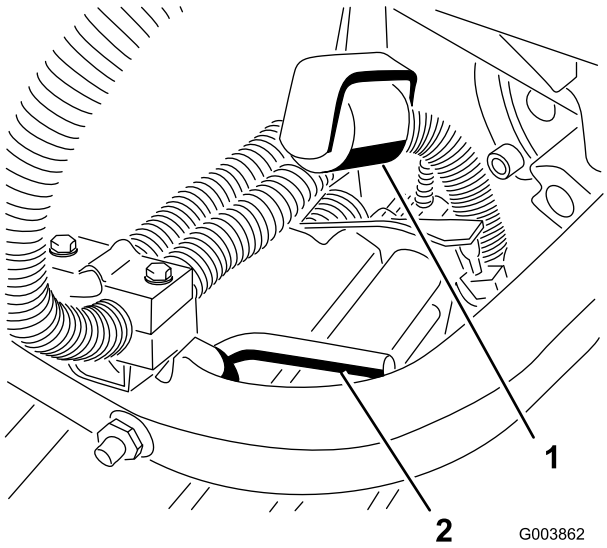

**Figuur 12**
10. Controleer de afstelling van de fixatierollen (Figuur 12). Wanneer zij juist zijn afgesteld, raken de rollen de fixatiehendels op de achterste hefarmen en ondersteunen zij de maaidekken wanneer deze volledig zijn opgeheven.